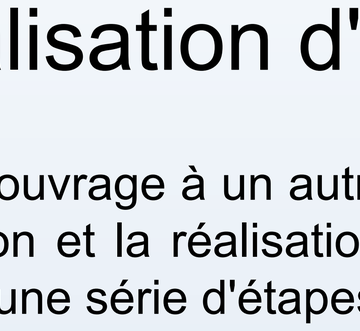

*Fig. 2: Trépan de forage*
3. La première section du puits est forée jusqu'à la profondeur prévue. Cette opération est réalisée par rotation d'un outil abrasif (***Fig. 2***) fixé à l'extrémité d'un dispositif constitué d'une succession de tiges métalliques (***Fig. 3A***). Ces éléments assurent également le transport de la boue de forage injectée en fond de trou. Cette boue, constituée principalement d'eau et d'argile, remplit quatre rôles principaux: